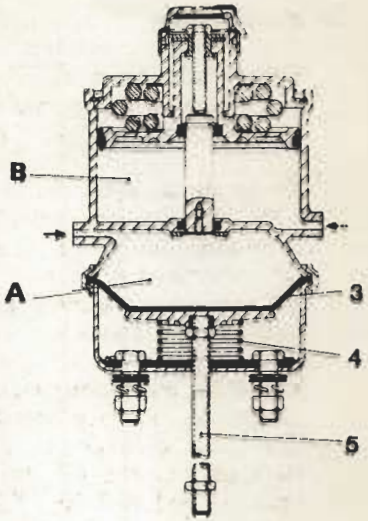

Fig. 11.9. - Freno de servicio
— **Freno de servicio** (fig. 11.9). — Al pisar el pedal del freno, la válvula de accionamiento introduce aire en el cuerpo (A) por el orificio "SERVICE BRAKE", lo que hace que la membrana (3) comprima el muelle (4) y por medio del espárrago (5) se accionen las zapatas, frenando el vehículo. El cuerpo (B) se mantiene con presión.